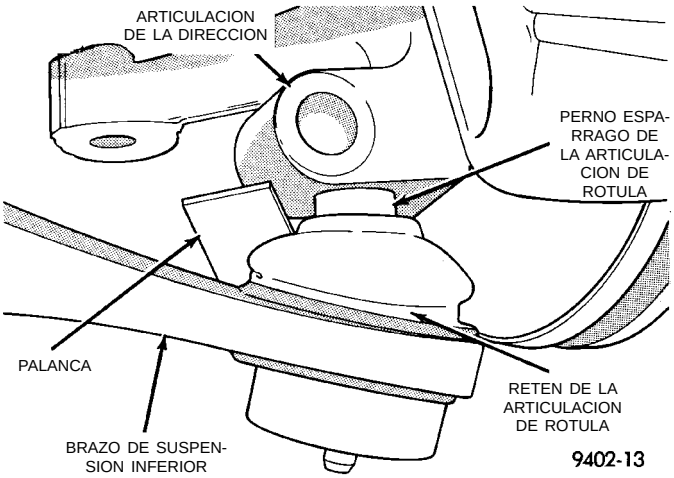

Fig. 23 Separación de la articulación de la dirección del perno espárrago de la articulación de rótula
(12) Haciendo movimiento de palanca sobre el brazo de suspensión inferior, separe la articulación de la dirección del perno espárrago de la articulación de rótula (Fig. 23). **Nota: Al separar el perno espárrago de la articulación de rótula de la articulación de la dirección, tenga cuidado de que no se corte el retén de la articulación de rótula.**